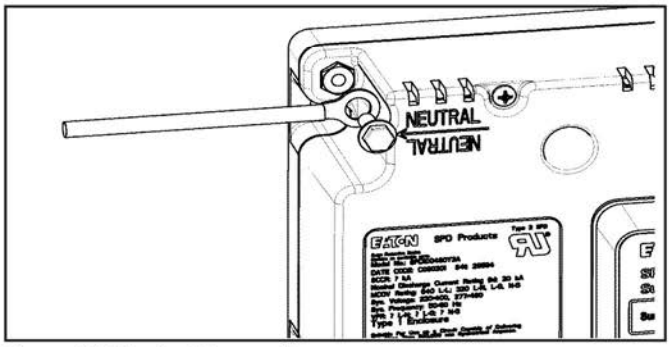

Figure 12. Neutral Connection
8. If equipped, connect the System Neutral wire (grey or white) to the SPD. Connect the System Neutral wire to the SPD's Neutral connection using a ring terminal suitable for use with a #10 fastener and a #10-32 x 3/8" fastener (customer supplied). Tighten the Neutral connection to 4.1 Nm (36 in-lbs). There are two Neutral connection points provided on the SPD. Connect **only one** of them. See Figure 12.
7. If equipped, connect the System Neutral wire (grey or white) to the SPD. Connect the System Neutral wire to the SPD's Neutral connection using a ring terminal suit able for use with a #10 fastener and a #10-32 x 3/8" fastener (customer supplied). Tighten the Neutral connection to 4.1 Nm (36 in-lbs). There are two Neutral connection points provided on the SPD. Connect **only one** of them. See Figure 12.